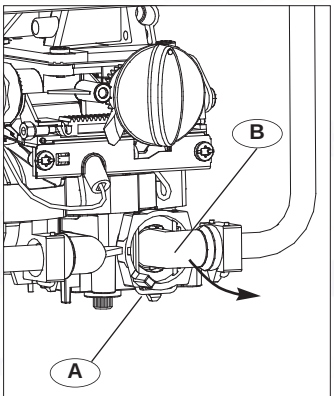

Fig. 8
- remove the pin **A** (fig. 8)
- withdraw the water control **B** (fig.8)